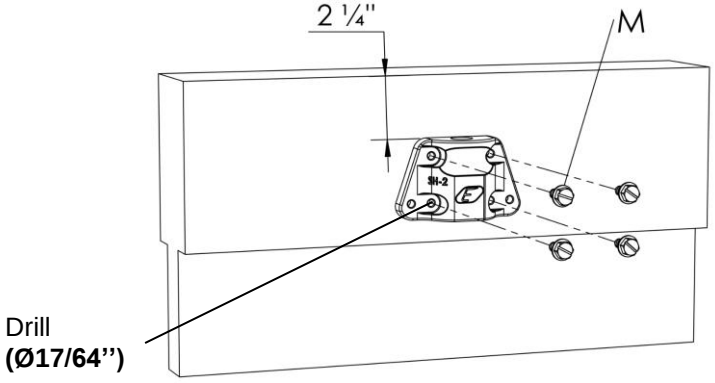
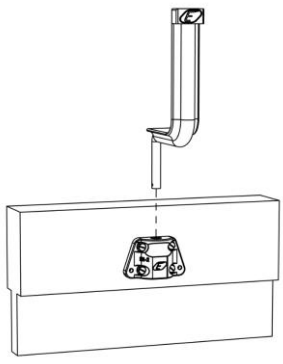

Figure 3
Figure 4
4. **Figure 3.** Position the SH-2 blocks (3) 2¼" from the upper rail.
5. Drill Ø 17/64'' and install the screws (M).
6. **Figure 4.** Temporarily install the pivoting supports (2) into the SH-2 blocks.